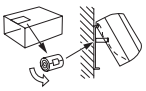

Abb. 5
6) Führen Sie den Ablaufschlauch durch die Wanddurchbruchhülse (C) und haken Sie den oberen Teil des Innengerätes an der Montagetraverse (1) ein. Bewegen Sie das Innengerät dann vollständig nach links, damit Sie die Verrohrung einfacher an der Rückseite des Geräts anbringen können.
7) Schneiden Sie ein Stück Karton aus der Versandverpackung, rollen Sie dieses und haken Sie es an der Rückseite fest. Verwenden Sie die Kartonrolle als Abstandshalter beim Heben des Innengeräts. (Abb. 5)
8) Verbinden Sie die Kältemittelleitung mit dem Verlängerungsrohr (B).
9) Schieben Sie den unteren Teil des Innengerätes in die Montagetraverse (1).